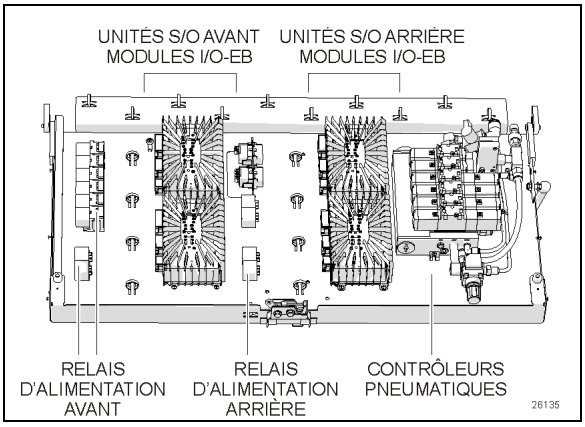

FIGURE 48: PANNEAU DE COMMANDE DE LA RALLONGE COULISSANTE 26135
La conduite d'alimentation du panneau des composants pneumatiques (item 2, Figure 48) est connectée à la soupape d'admission de pression d'air sur le panneau pneumatique dans le compartiment de service avant.